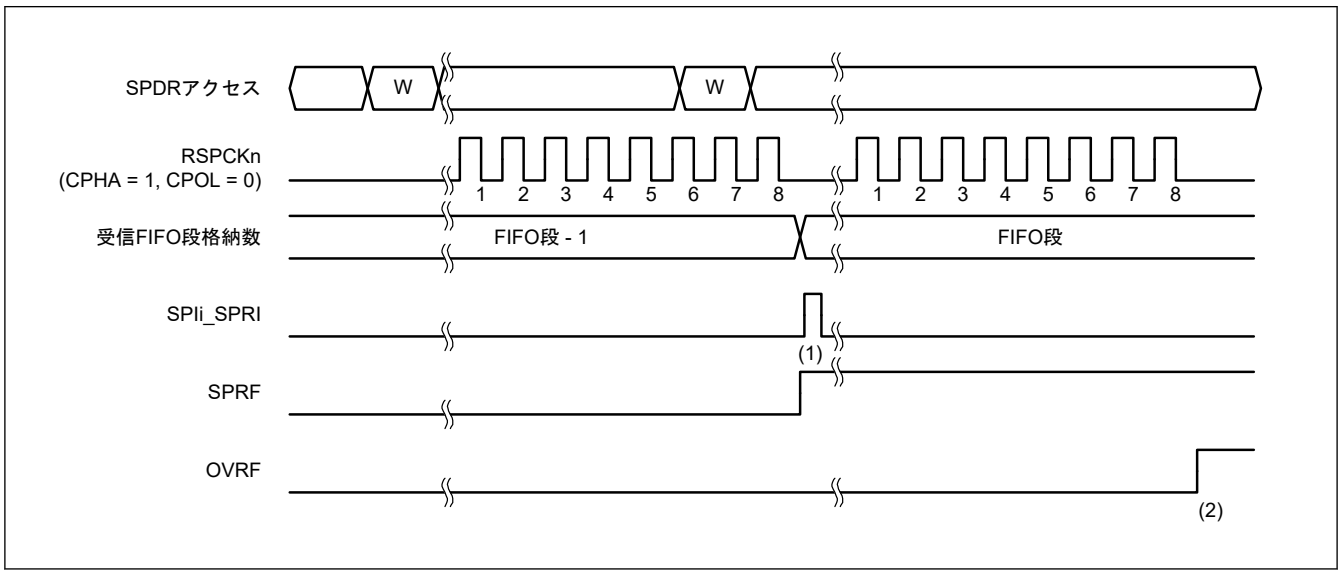

図 34.30 SPCR.TXMD[1:0] = 00b の場合の動作例
以下に、図 34.30 の (1)、(2) に示したタイミングでのフラグ動作を説明します。